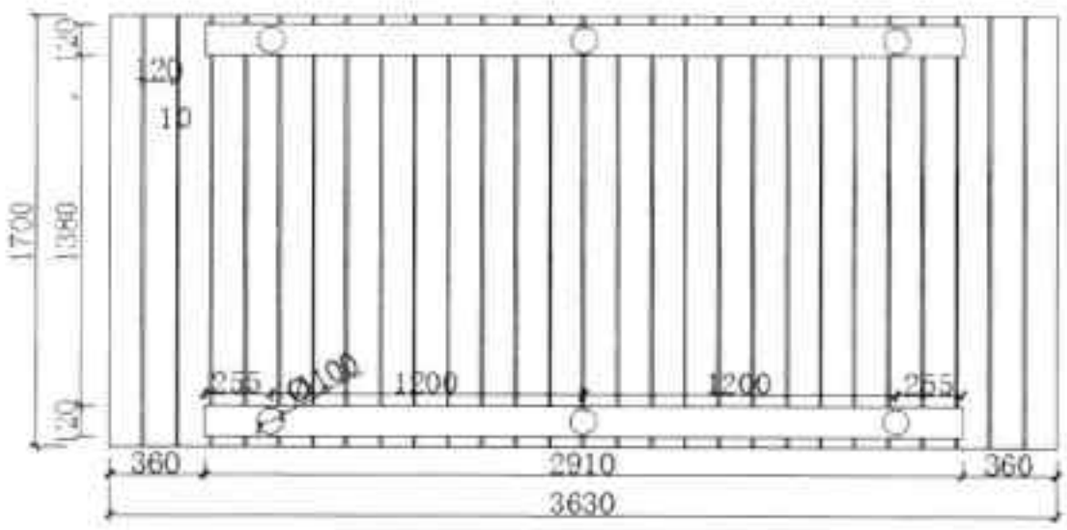

图20-78 标注尺寸
Step 14 设置完成后，执行“标注 > 线性”命令，捕捉图形中所需标注的位置点，对图形进行尺寸标注，如图 20-78 所示。